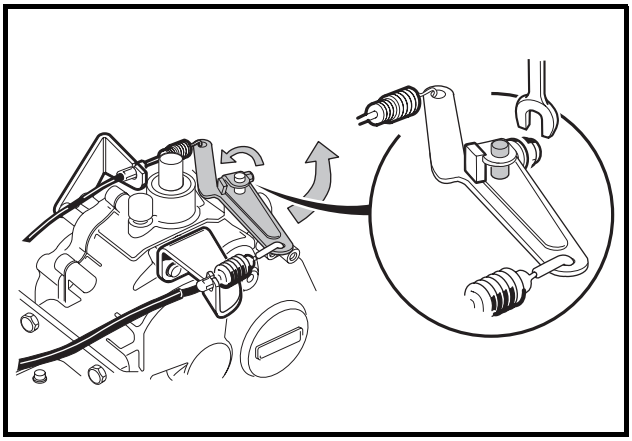

Figure 16-37 Governor Arm
9. Install governor lever arm on governor shaft **(Figure 16-37, Page 16-16)**.
- 9.1. With the governor lever arm loose on the governor shaft, turn the governor arm shaft counterclockwise until it stops. Then pull the governor lever arm rearward until the carburetor throttle is in the “wide open throttle” (WOT) position **(Figure 16-37, Page 16-16)**.
- 9.2. While holding the arm and shaft in the fully counterclockwise position, tighten the governor arm lever nut to 35 in-lb (4.0 N·m) **(Figure 16-37, Page 16-16)**.